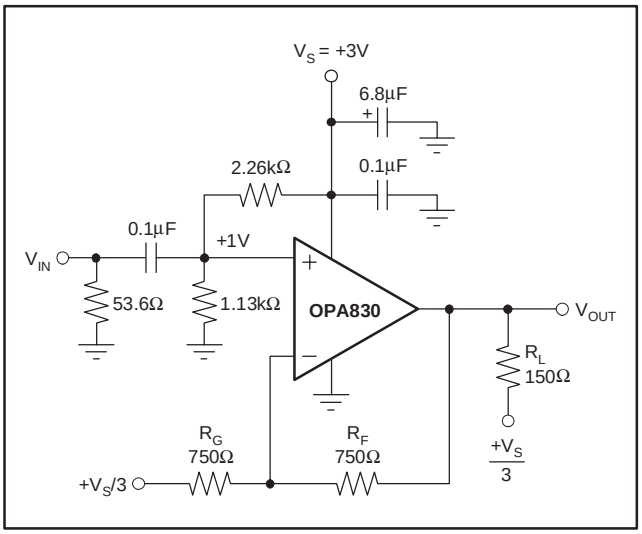
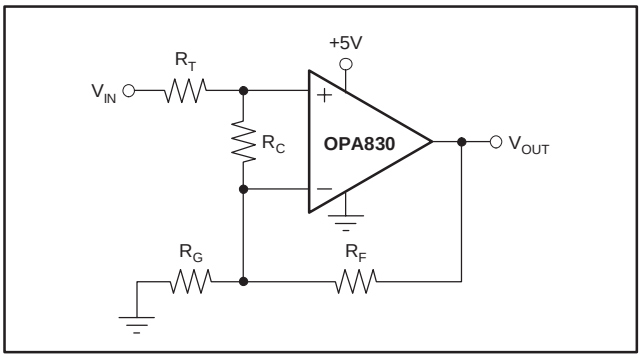

Figure 2. AC-Coupled, G = +2, +3V Single-Supply Specification and Test Circuit
Figure 7. Compensated Noninverting Amplifier
At T_A = 25°C, G = +2, and R_L = 150Ω to V_S/3, unless otherwise noted (see Figure 2).
Figure 2 shows the AC-coupled, gain of +2 configuration used for the +3V Specifications and Typical Characteristic Curves. For test purposes, the input impedance is set to 50Ω with a resistor to ground. Voltage swings reported in the Electrical Characteristics are taken directly at the input and output pins. For the circuit of Figure 2, the total effective load on the output at high frequencies is 150Ω || 1500Ω. The 1.13kΩ and 2.26kΩ resistors at the noninverting input provide the common-mode bias voltage. Their parallel combination equals the DC resistance at the inverting input (R_F), reducing the DC output offset due to input bias current.
Figure 7 shows a noninverting amplifier that reduces peaking at low gains. The resistor R_C compensates the OPA830 to have higher Noise Gain (NG), which reduces the AC response peaking (typically 5dB at G = +1 without RC) without changing the DC gain. V_{IN} needs to be a low impedance source, such as an op amp. The resistor values are low to reduce noise. Using both R_T and R_F helps minimize the impact of parasitic impedances.
Frequency response in a gain of +2 may be modified to achieve exceptional flatness simply by increasing the noise gain to 3. One way to do this, without affecting the +2 signal gain, is to add an 2.55kΩ resistor across the two inputs, as shown in Figure 7. A similar technique may be used to reduce peaking in unity-gain (voltage follower) applications. For example, by using a 750Ω feedback resistor along with a 750Ω resistor across the two op amp inputs, the voltage follower response will be similar to the gain of +2 response of Figure 2. Further reducing the value of the resistor across the op amp inputs will further dampen the frequency response due to increased noise gain. The OPA830 exhibits minimal bandwidth reduction going to single-supply (+5V) operation as compared with ±5V. This minimal reduction is because the internal bias control circuitry retains nearly constant quiescent current as the total supply voltage between the supply pins is changed.